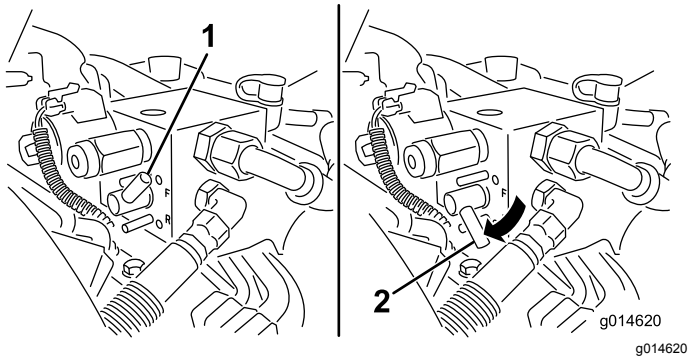

Figura 50
5. Rode a alavanca de retificação para a posição PARA TRÁS (R) (Figura 50).